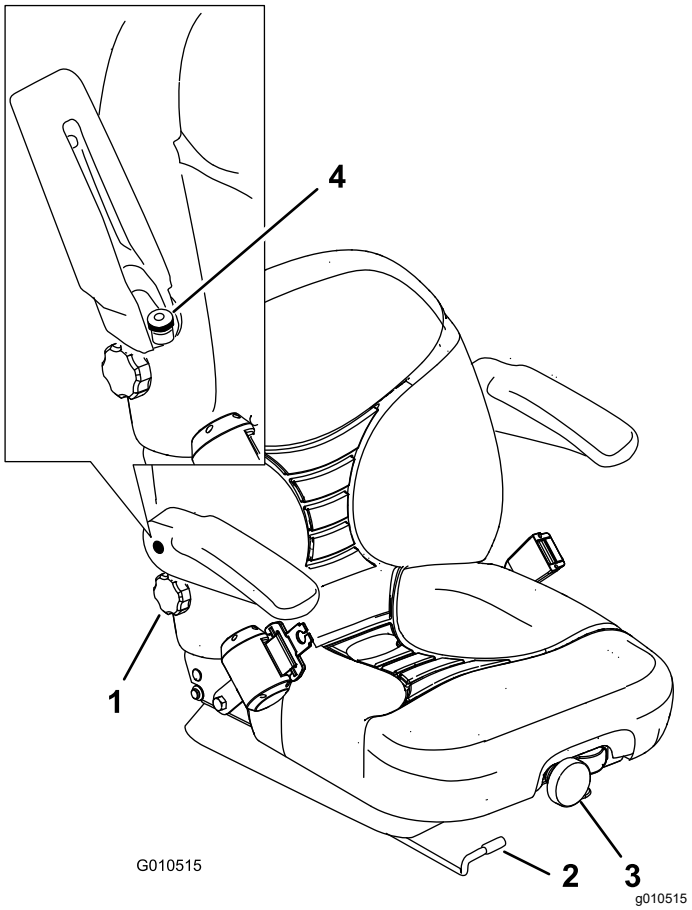

**Figur 31**
1. Flytt spaken sidelengs for å låse opp setet for å justere (Figur 31).
Drei den fremre knotten enten til høyre eller venstre for å gi best mulig komfort (Figur 31).
Drei knotten under det høyre armlenet i begge retninger for å gi best mulig komfort (Figur 31).
Hev armlenet og drei knotten enten til høyre eller venstre for å gi best mulig komfort (Figur 31).